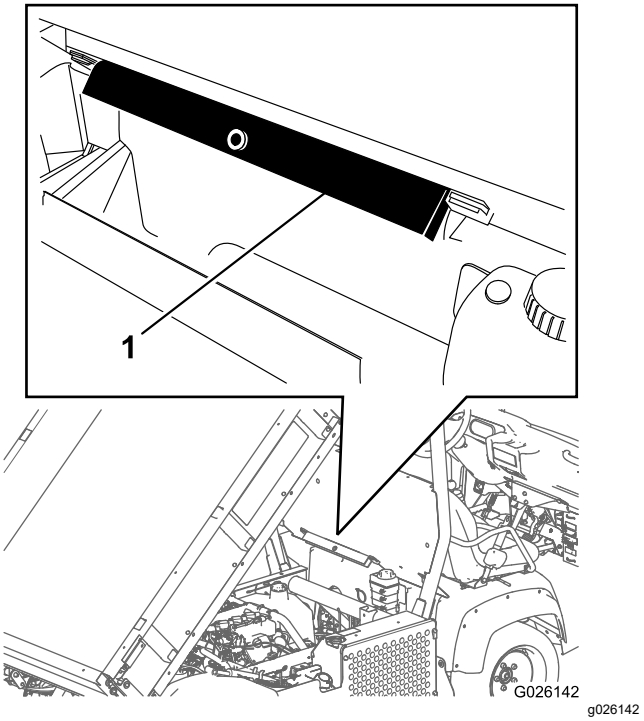

**図 21**
2. ROPS パネルの後ろについている保管用ブラケットから荷台サポート安全サポートを取り外す図 21。